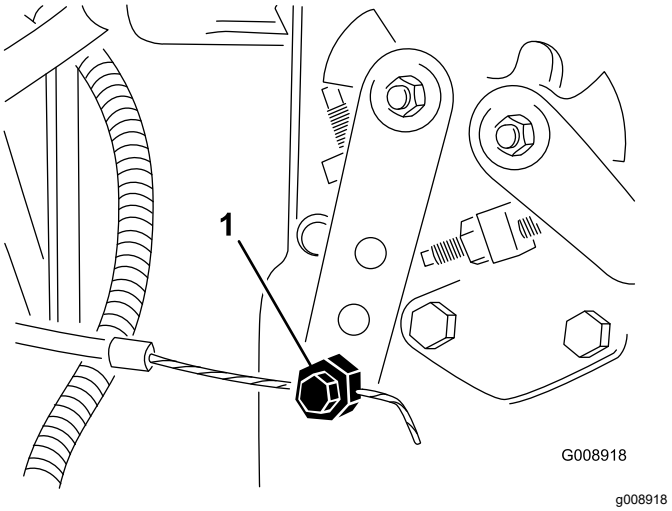

Figuur 73
2. Maak de klem van de gaskabel op de hefboomarm van de injectiepomp los (Figuur 73).